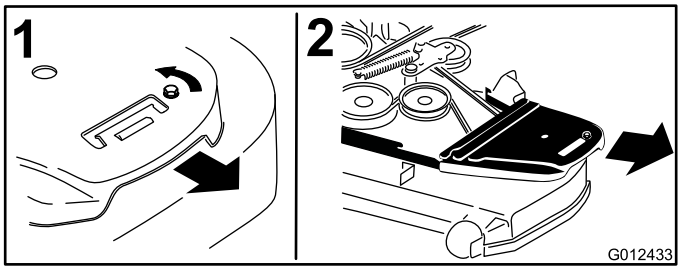

**Figure 72**
4. Déposez les couvercles de courroies ainsi que les boulons fixés dessus (Figure 72).